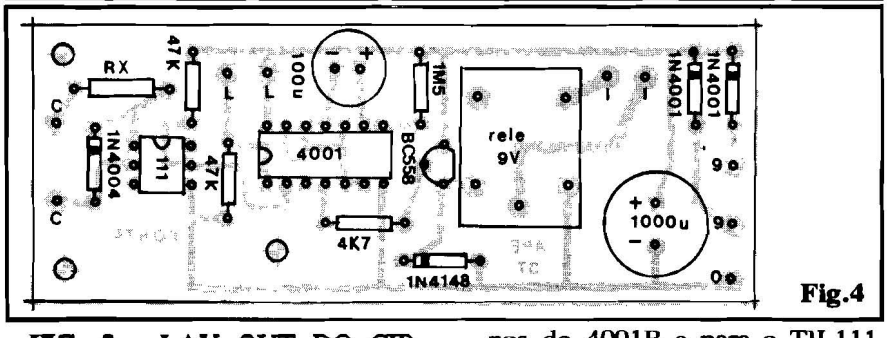

Fig.4
- **FIG. 4** - "CHAPEADO" DA MONTAGEM - Sem "segredos", bastando ao Leitor/Hobbysta a "tradicional" dose de atenção, principalmente quanto ao posicionamento dos componentes polarizados (Integrado, **opto-coupler**, transístor, diodos e capacitores eletrolíticos...). Quanto aos resistores, cuidado para não trocar seus valores em função das posições que ocupam na placa... Detalhes e informações prática sobre pinagens e códigos de leitura de valores, o Leitor sempre encontra no TABELÃO APE, nas primeiras páginas de todo exemplar da nossa Revista... O relê também apresenta posição única e certa para inserção dos pinos à placa, porém a sua natural "assimetria" dos terminais, na prática inibe a colocação em posição errônea... Notem (ainda quanto ao relê) que se os pinos forem do tipo "grosso", a furação das respectivas ilhas deverá ser feita em calibre compatível (as ilhas já mostram um diâmetro mais avantajado, prevendo tal alargamento nos furos, se necessário...). Conferir tudinho ao final, para só então cortar as sobras de "pernas" e terminais, pelo lado cobreado...